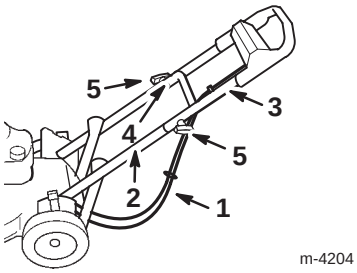

Figuur 4
6. Controleer dat de kabels onder en achter het onderste gedeelte van de handgreep lopen, zoals afgebeeld in figuur 4.